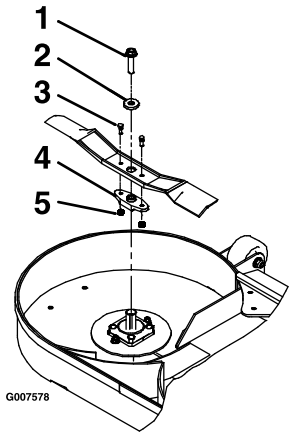

Figur 72
3. Fjern kniven, skiven og knivbolten som fester kniven og knivdriveren (Figur 72).
4. Fjern knivdriveren fra den eksisterende kniven (Figur 72).
1. Monter knivdriveren på de nye knivene med skjærboltene og låsemutterne (Figur 72).
3. Monter kniven, skiven og knivbolten på spindelakselen (Figur 72).